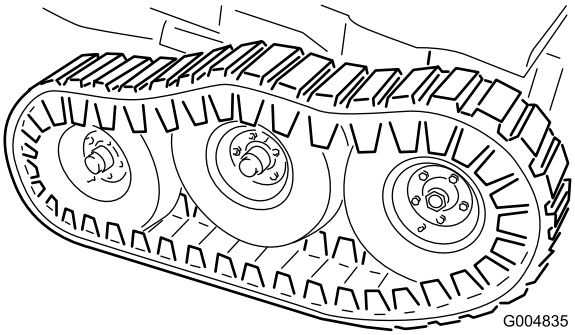

Figur 54
26. Sænk donkraften, indtil forhjulene understøtter stellet. Monter de flade spændeskiver (1/2 tomme) og låsemøtrikkerne på bogiedrejeledets tap (Figur 54) og tilspænd til 102 Nm.